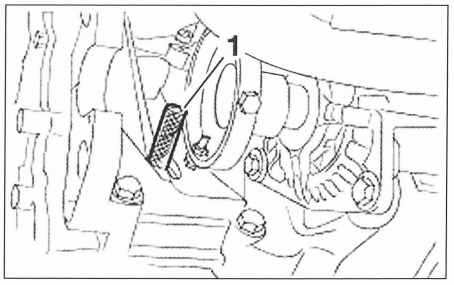
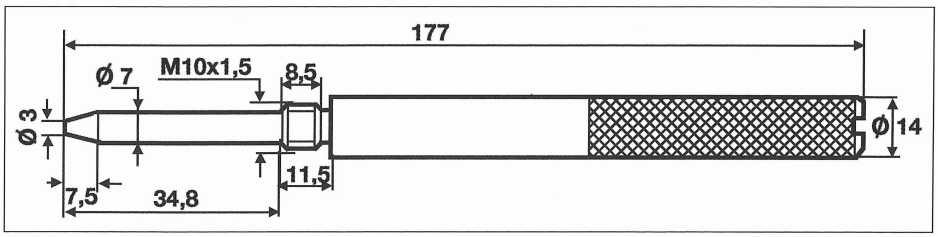

FIG. 12
FIG. 13
- Desmontar el tapón situado en la parte delantera derecha del bloque motor, delante del alternador y debajo de la bomba de inyección, y sustituirlo por un pasador apropiado (1) **(fig. 12)** (útil Ford 21-104, ver cotas de fabricación **(fig. 13)).**
- Girar el cigüeñal, en el sentido horario, para llevarlo al PMS en tope contra el pasador (1) **(fig. 12).**
• Montar de nuevo el pasador de calado del cigüeñal y continuar girando este último para hacer tope contra el pasador (la marca de la polea de cigüeñal debe estar alineada) **(ver fig. 12).**